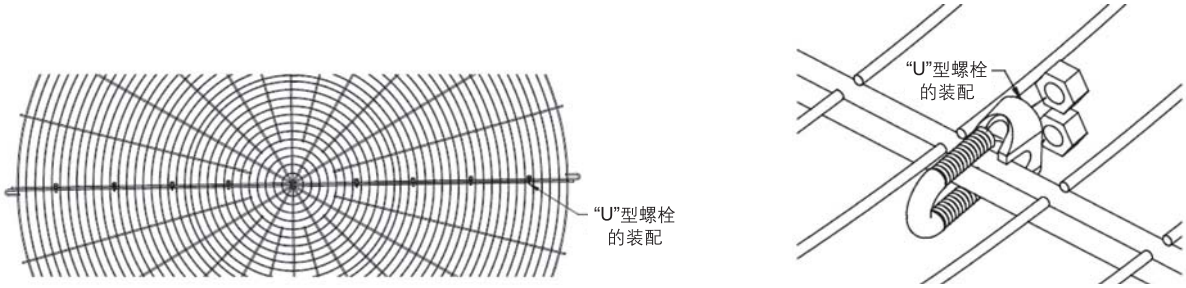

图25 - “U”型螺栓装配间距和布置
3. 将两个半圆的网罩用〝U〞型螺栓连接起来（见**图25**）。